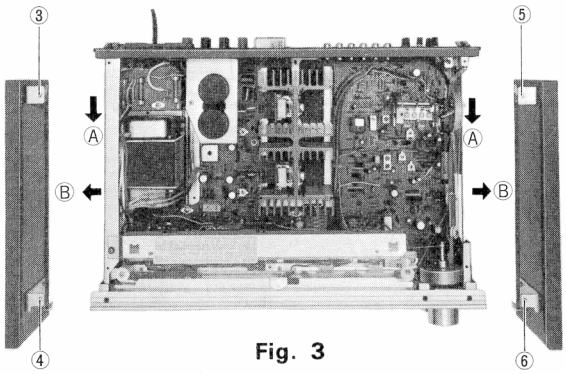

Fig. 3
3. To remove the side boards, first remove the top board, and then remove the four screws (③~⑥ in fig. 3).